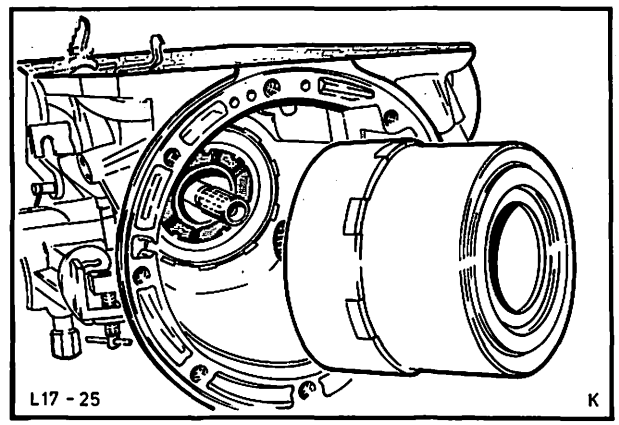

Abb. 50 Vorderen Triebsatz entfernen
12. Vorderen Triebsatz und Anlaufscheibe Nr. 5 herausnehmen. Abb. 50.